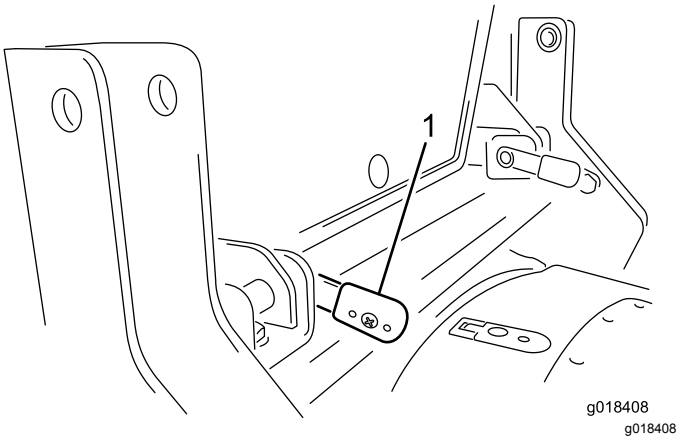

**Figura 23**
4. Quando as alavancas estiverem totalmente inseridas, rode-as para trás para as bloquear na posição (Figura 23).